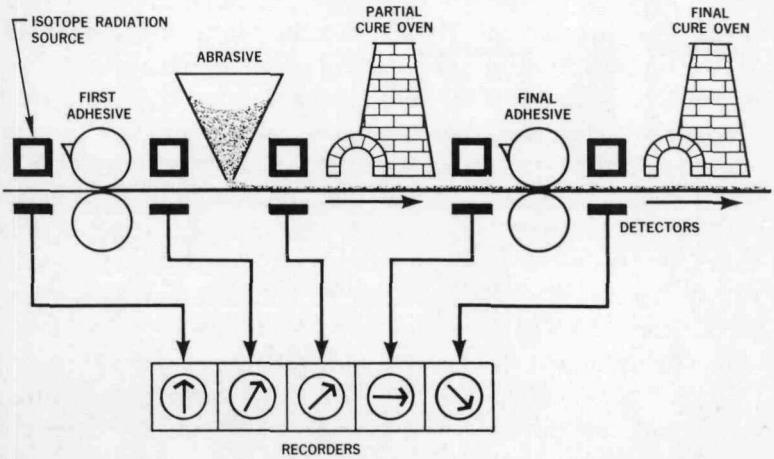

**Figure 11** *Use of multiple radioisotope gauges with remote controls.*
The manufacturer can solve his problems (Figure 11) with radioisotope gauges. The critical steps in the process are: (1) applying first adhesive, (2) applying abrasive, (3) partial curing in an oven, (4) applying final adhesive, and